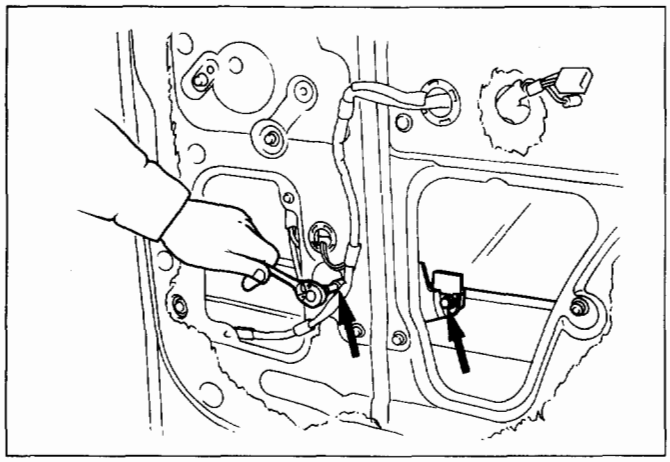

Fig. 10-59
- Bring the glass down to the position where the bolt can be seen. (Fig. 10-59)